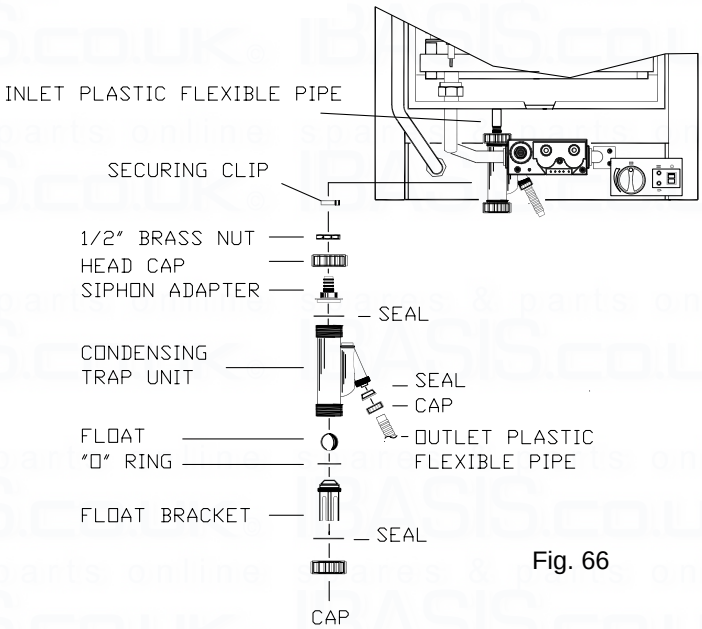

Fig. 66
7.26 TO REMOVE/REPLACE CONDENSING TRAP (fig.66).